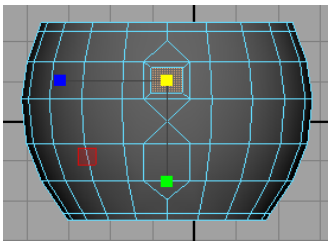

Figure 2-68 *Face of the mug scaled down*
4. Choose **Edit Mesh > Components > Extrude** from the menubar. Next, invoke the **Scale Tool** by pressing the R key and scale down the selected face of *mug* uniformly upto 70%. You can check the scale size in the status line, as shown in Figure 2-68.